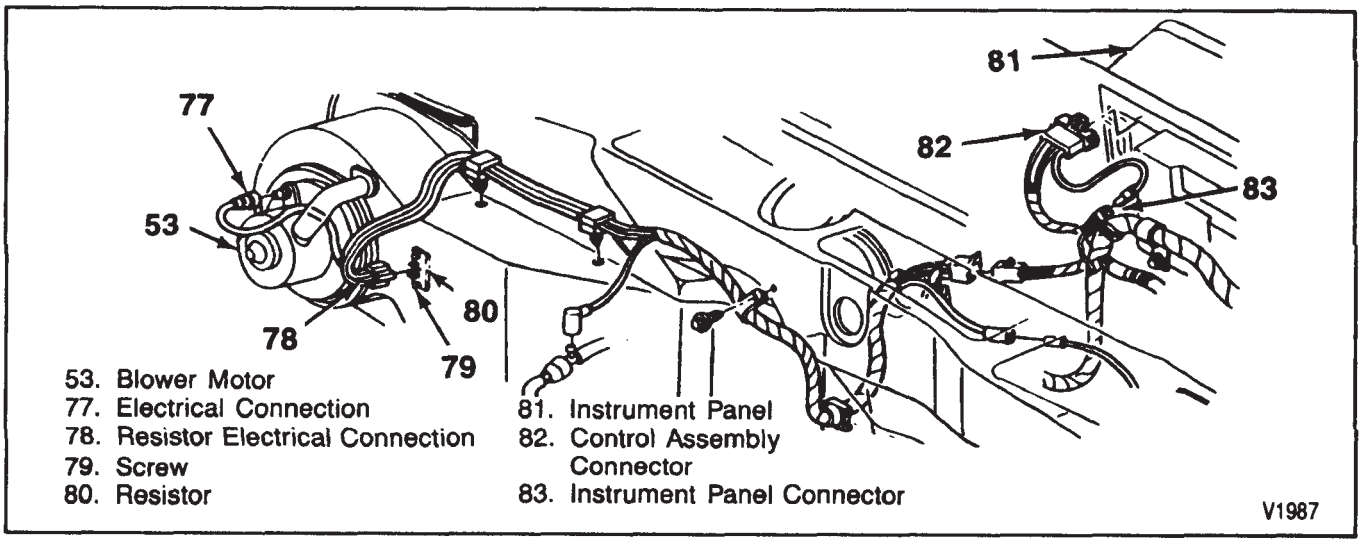

Figure 11—Wiring Harness Installation
Remove or Disconnect (Figures 11 and 12)
1. Electrical connector (77) from blower motor (53) (figure 11).
Install or Connect (Figures 11 and 12)
- Screws (87) to 2 N·m (18 in. lb.).
5. Electrical connector (77) to blower motor (53) (figure 11).
- Screws (79) to 2 N·m (18 in. lb.).
3. Electrical connector (78) to resistor (80) (figure 11).